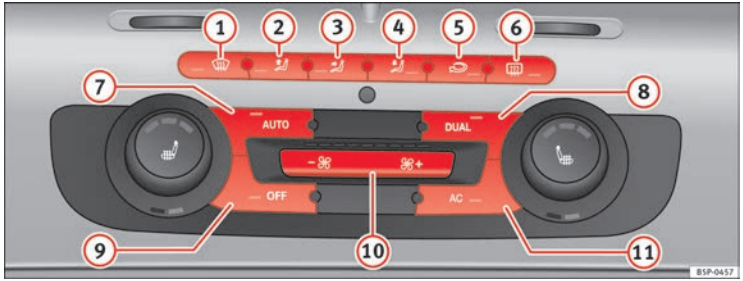

Fig. 114 On the instrument panel: 2C Climatronic controls.
– To enter manual mode, press one of the buttons ⇒ fig. 114 (1) to (5) or press the air flow control (10). The selected function is shown on the radio or navigator display.
– Press the button ⟲ ⇒ page 152, fig. 114 (2) to switch air recirculation mode on or off. It is switched on if the following symbol appears in the display ⟲.